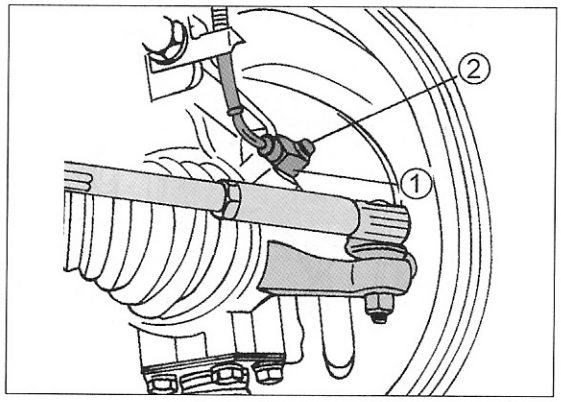

Bild 315
- Die Schraube in Bild 315 herausdrehen und den Raddrehzahlfühler aus dem Achsschenkel herausziehen.